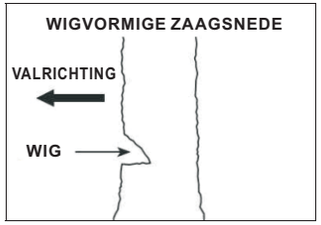

Fig.11
7.3.1 WIGVORMIGE ZAAGSNEDE (FIG.11)